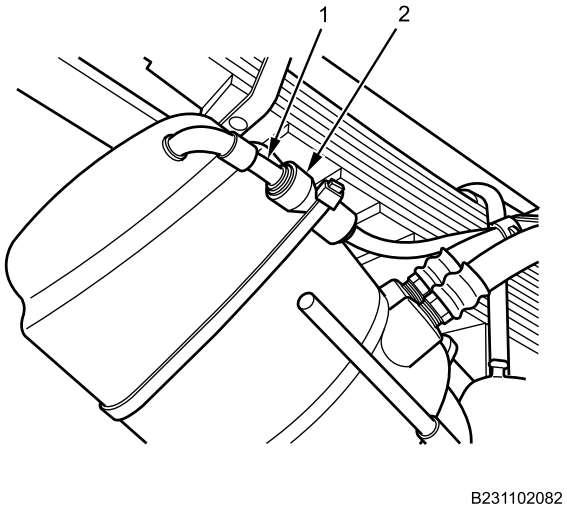

Figure 36. Air Chamber.
34. Connect air chamber nylon hose (Figure 36, Item 1) into air vent connector (Figure 36, Item 2).